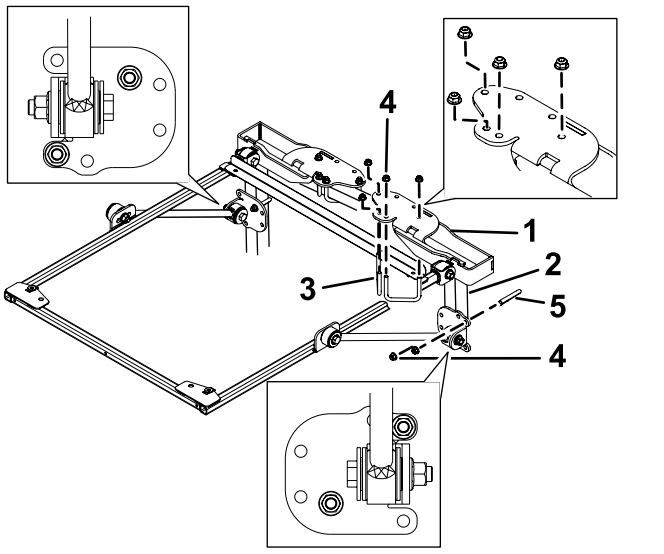

Bild 32
4. Befestigen Sie die Befestigungshalterungen des Überrollschutzes an der Oberseite des Überrollbügels der Zugmaschine (Bild 32). Stellen Sie sicher, dass der Überrollbügel in den Befestigungshalterungen des Überrollschutzes zentriert ist.
5. Befestigen Sie jede Befestigungshalterung des Überrollschutzes mit zwei U-Bügeln (2¾") und vier Bundmuttern in den in Bild 32 abgebildeten Befestigungslöchern an der Oberseite des Überrollbügels.
6. Befestigen Sie jede Strebenhalterung lose mit einem U-Bügel (4") und zwei Bundmuttern in den in Bild 32 abgebildeten Befestigungslöchern an den Streben des Überrollbügels.